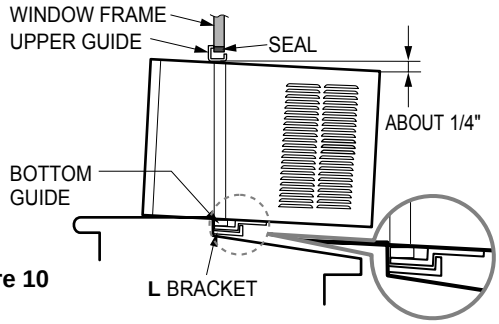

Figure 10
b. While steadying the air conditioner, carefully bring the window sash down behind the upper guide of the air conditioner, as shown in Figure. 10.